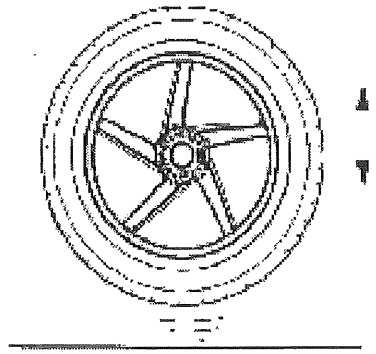

Fig. 13
16. Bounce tire on the floor several times while rotating tire. This will expand tire bead outward slightly which will make tire inflation easier. (Fig. 13)